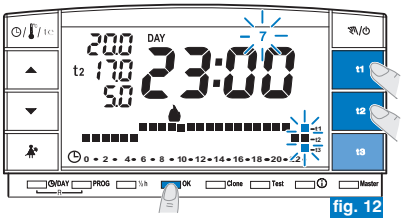

fig. 12
- Después de registrar el perfil térmico para el día **Domingo** (**7**), pulsar **OK** (ejemplo fig. 12) para memorizarla y volver a visualizare el día Lunes (1) **luego pulsar nuevamente la tecla OK por 4 segundos** (ejemplo fig. 13); con esta operación **se graba todo el programa la de semana**.